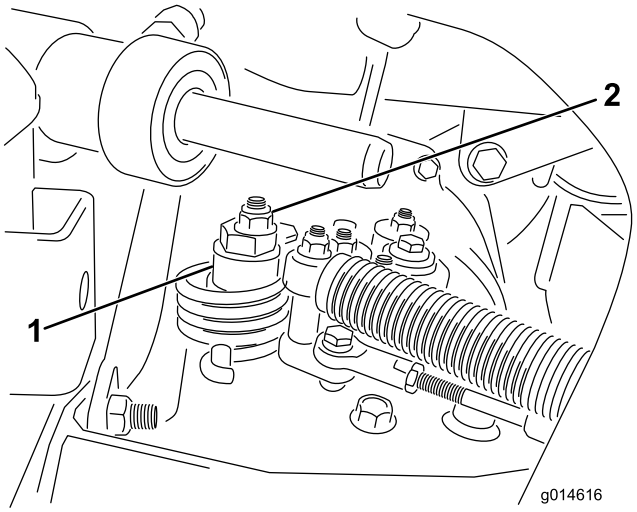

Figur 53
A. Lossa muttern som fäster excenterbulten på hydrostatens ovandel (Figur 53).
C. Vrid excenterbulten tills maskinen inte kryper i någon riktning. När hjulet slutar rotera drar du åt muttern som låser excenterbulten och justeringen (Figur 53). Kontrollera justeringen med gasen i det långsamma och snabba läget.